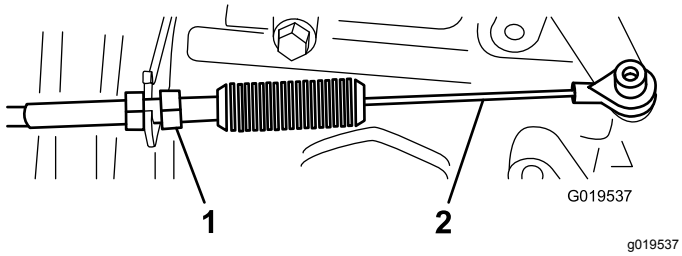
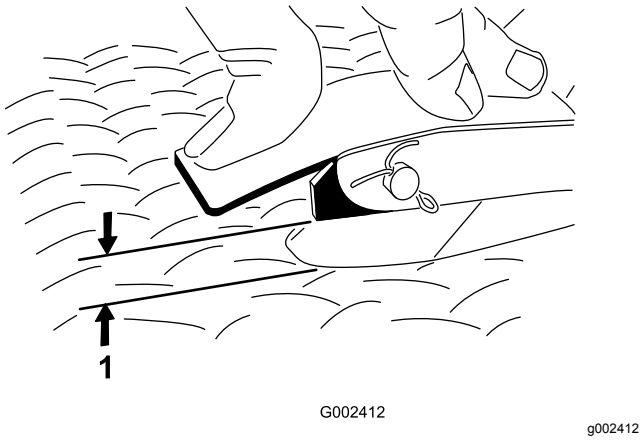

Figur 62
Figur 63
2. Juster kugleleddet på gaspedalkablet (Figur 62), så der er en afstand på 2,54-6,35 mm mellem gaspedalen og toppen af gulvpladens diamantmønster (Figur 63), når du påfører en kraft på 11,3 kg midt på pedalen.
3. Tilspænd låsemøtrikken (Figur 62).